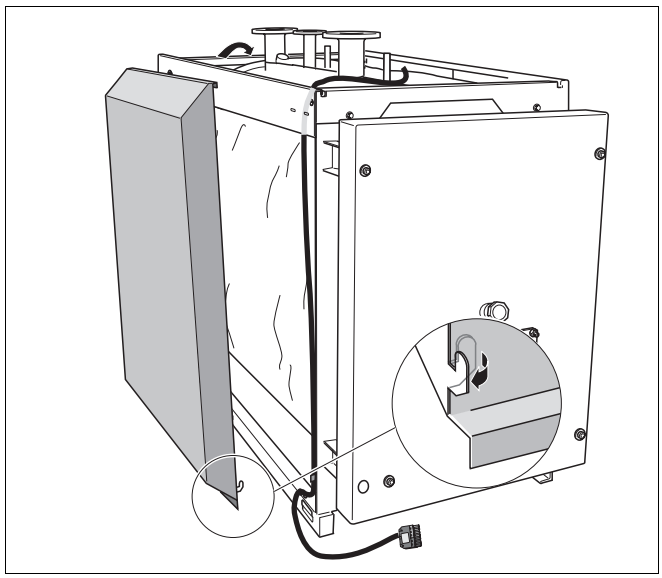

Рис. 24 Отогнуть крюк
- На обеих передних боковых стенках осторожно отогнуть крюки для подвески передней стенки (рис. 24, **на выноске**).